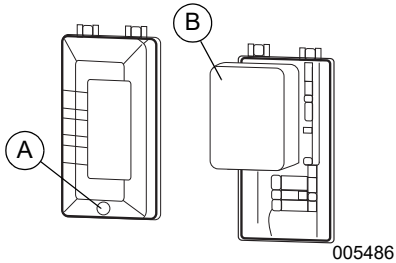

***Figure 4-4. Filtre à air***
1. Dévissez le boulon (A) et retirez le capot du filtre à air. Se reporter à la *Figure 4-4*.
2. Rincez le filtre (B) à l'eau savonneuse. Essorez-le dans un chiffon propre, SANS LE TORDRE.